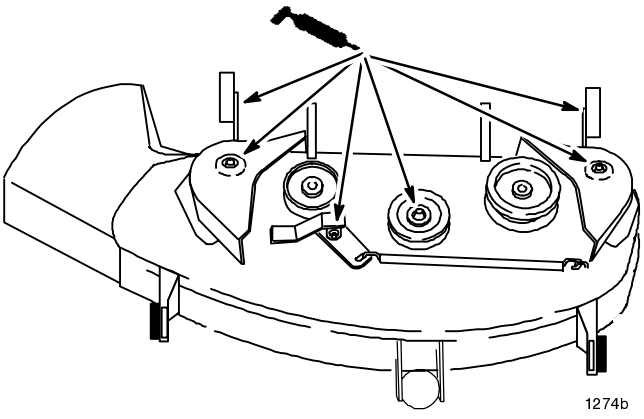

Abbildung 22
1. Schnittmesserspindeln, Führungsrollenarm und Spurradlager schmieren (Abb. 22).